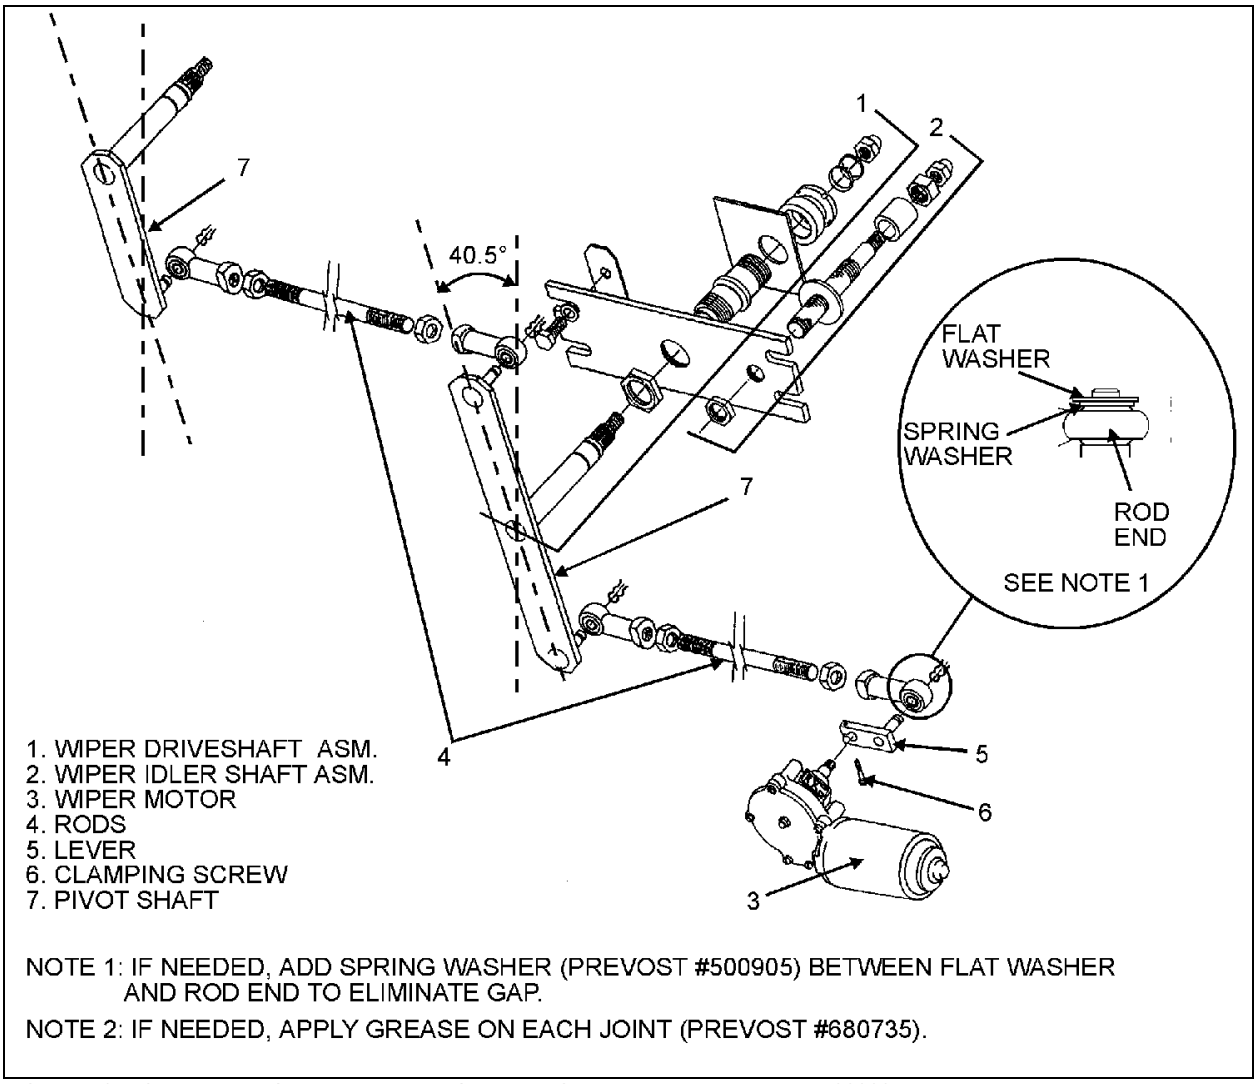

FIGURE 40: LOWER WINDSHIELD WIPER INSTALLATION 23088
4. Adjust the rod located between right pivot shaft and motor to a 40.5º angle (Figure 40). The motor lever must be on the same axis as the rod.